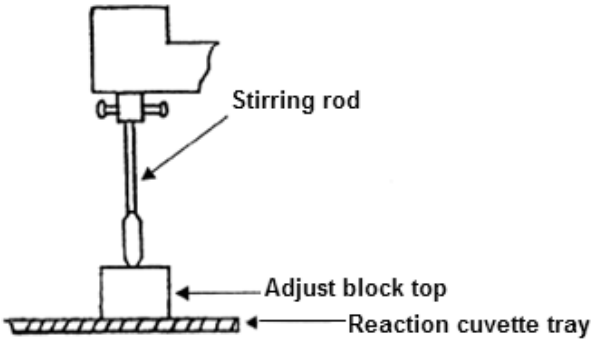

Figure 10-4-30
f)Loosen the M2 screw, and adjust the position of the mixer to make its tip in contact with the upper surface of the adjusting block, as Figure 10-4-30 shows. Tighten the M2 screw.